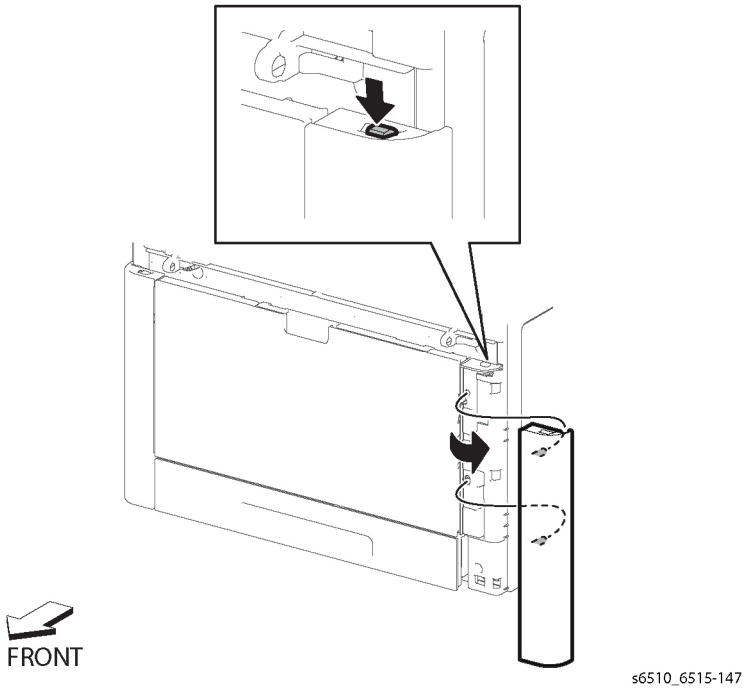

Figure 1 Remove the Right Side Front cover (SFP)
2. Refer to Figure 1 to push and release the hook at the top end of the Right Side Front Cover.